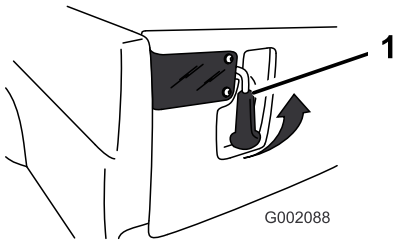

Figur 17
1. Skub låsehåndtagene udad, og løft dem opad for at åbne bagsmækkens låse (Figur 17). Låsene springer ud mod midten af bagsmækken. Sænk langsomt bagsmækken.